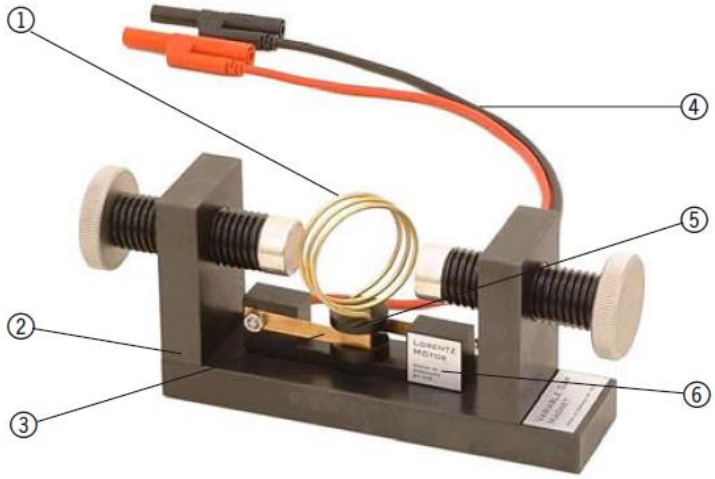

Abb.1: Komponenten
- Der maximale Strom sollte 6 A nicht überschreiten, da sich andernfalls die Spule (1) und die Schleifkontakte (3) stark erwärmen. Verbrennungsgefahr!
Der Lorentz-Motor dient zur Veranschaulichung der Lorentz-Kraft, die auf einen stromdurchflossenen Leiter wirkt.Der Lorentz-Motor besteht aus einer Spule mit ca. 40 mm Durchmesser und 3 Windungen (1). Die Enden der Spule stecken in einem Spulenhalter (5), der sich auf einer Welle mit 8 mm Durchmesser frei drehen kann. Über zwei Schleifkontakte (3) fließt immer dann ein Strom durch die Spule, wenn die gedachte Achse durch die Spule in etwa senkrecht zum Magnetfeld steht. Die fest angebrachten Anschlussleitungen (4) sind mit handelsüblichen Sicherheits-Laborsteckern mit 4 mm Durchmesser versehen. In einer Leitung befindet sich noch ein Vorwiderstand mit ca. 0,16 Ω (in Abb. 1 nicht. sichtbar), um den maximalen Motorstrom soweit zu begrenzen, dass die elektronische Regelung von handelsüblichen Netzgeräten nicht „durcheinander gebracht“ wird.